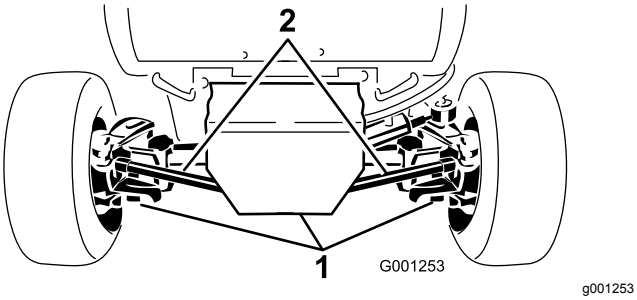

Figuur 61
2. Maak het gebied rond de 3 aftappluggen (Figuur 61) schoon.